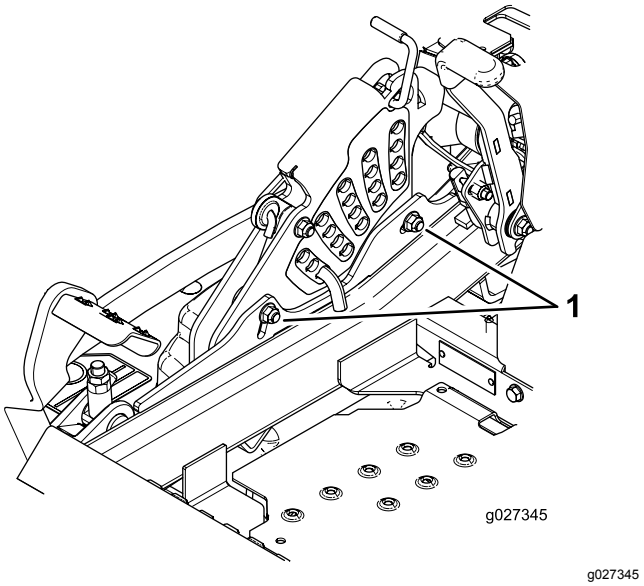

Figuur 97
12. Om het enkelpuntssysteem af te stellen, moet u de 2 bouten onderaan de maaihoogteplaat losdraaien (Figuur 97).